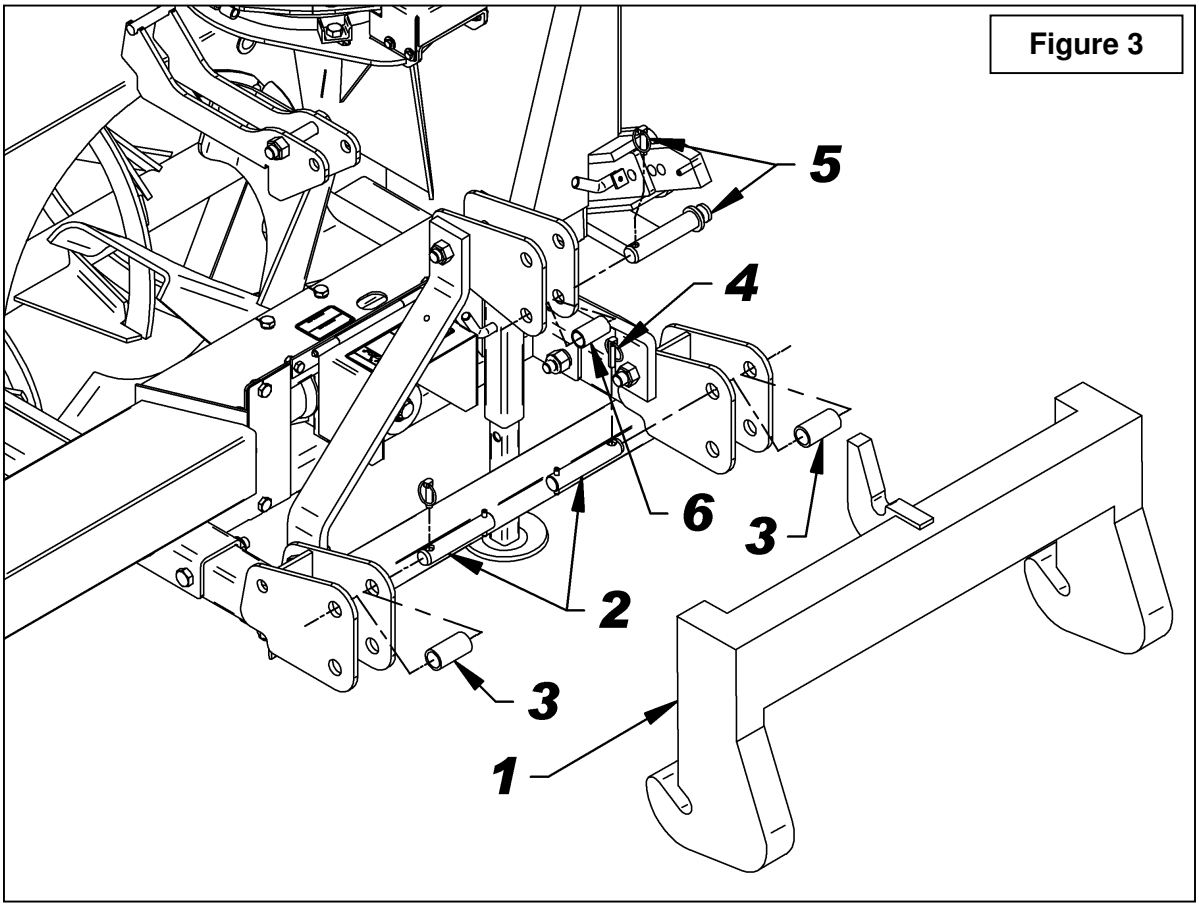

Figure 3
(Figure 3)
1. Installer les goupilles Cat. 2 – 1 1/8" x 6 1/2" lg (item 2) dans les trous supérieurs en insérant un coussinet (item 3 non fourni) entre les plaques des attaches inférieures et fixer en place avec les goupilles à anneau (item 4) tel qu'illustré.
2. Installer des goupilles (item 5 non fournies) dans le trou inférieur des attelages en insérant un coussinet (item 6, non fourni) tel qu'illustré à la figure 3.
3. Placer les deux demi arbres l'un à côté de l'autre et trouver la longueur **"L"** entre les deux centre en centre des joints universels. Identifier la zone à être couper sur chaque demi-garde tel qu'illustré à la Figure 3.